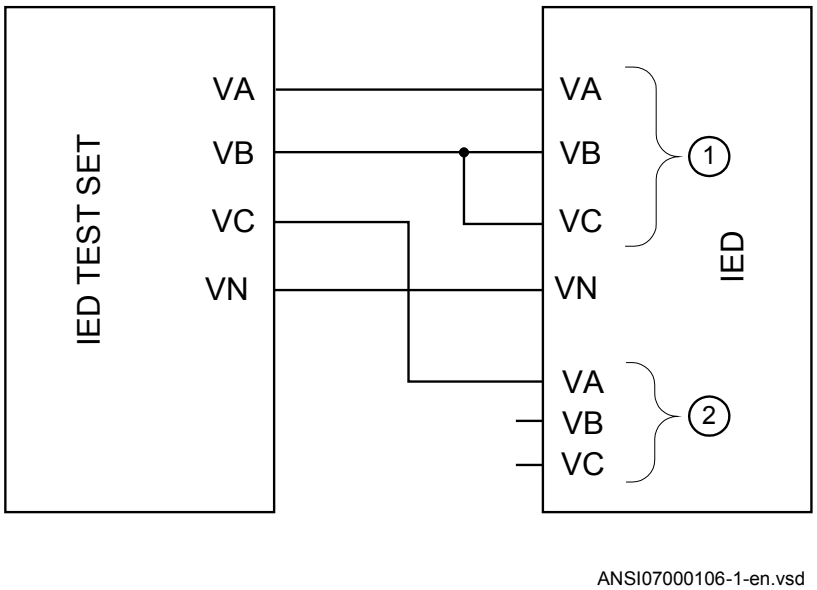

Figure 47: Connection of the test set to the IED for test of V1 block level
1. Connect voltages to the IED according to valid connection diagram and figure 47.
2. Apply voltage higher than the highest set value of *VDTrip*, *V1Low* and *V2Low* to the V1 three-phase inputs and to one phase of the V2 inputs according to figure 47.